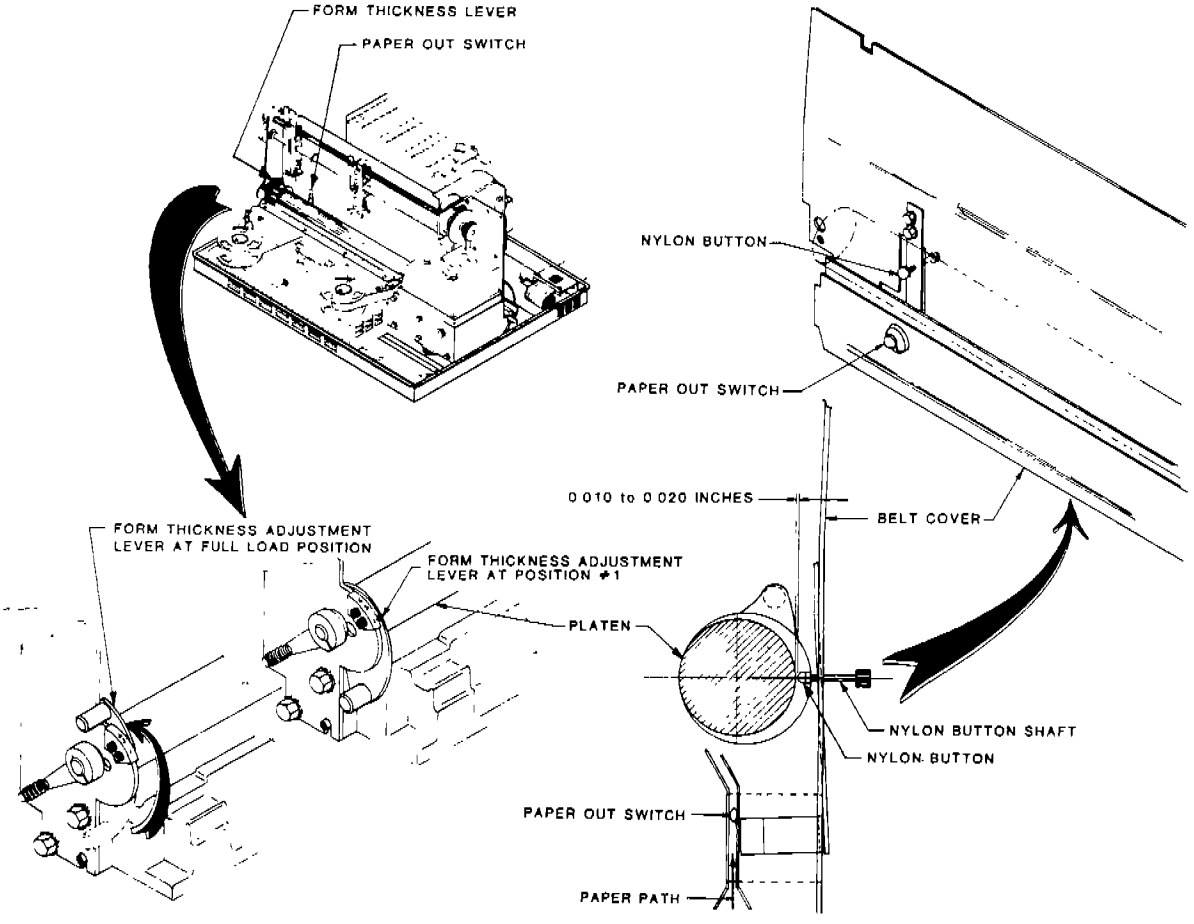

FIGURE 3-26.
2. Rotate the nylon button shaft so that its tip is between 0.010 and 0.020 inch from the platen surface (Figure 3-26).
5. At the rear of the Belt Cover Assembly, remove the two screws and washers that hold the Optical Paper Out Sensor PCBA, the optical sensor support, and the optical sensor cover to the optical paper guide (Figure 3-26). Lift out the PCBA, the support, and the cover.